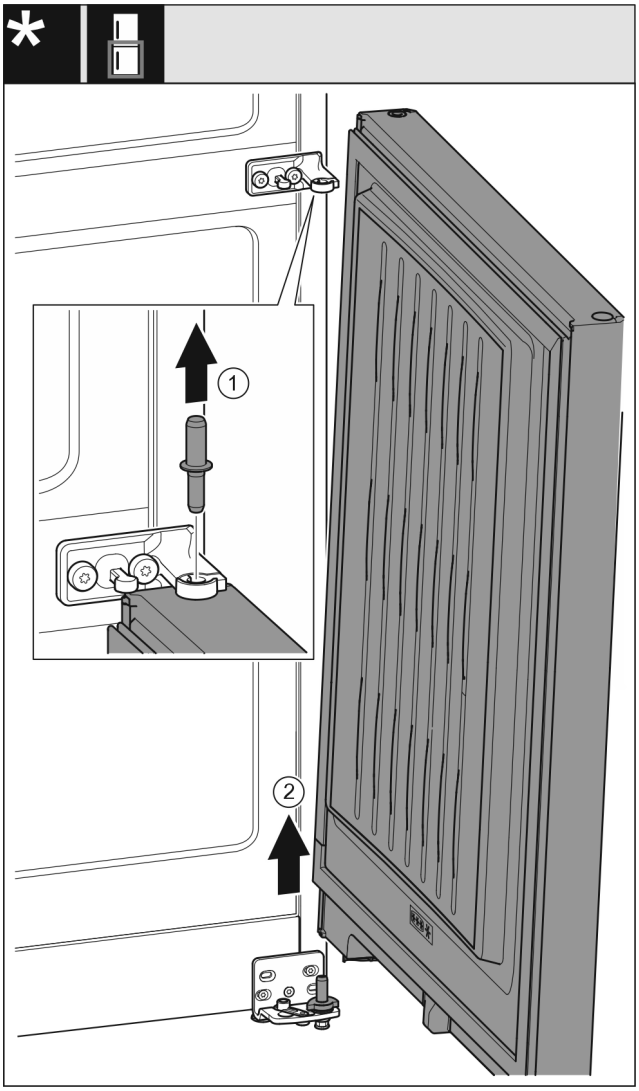

Fig. 10 Zonder sluitdemper
- ▶ Bouten *Fig. 10 (1)* naar boven toe eruit trekken.
- ▶ Deur *Fig. 10 (2)* eruit draaien, naar boven trekken en opzij leggen.